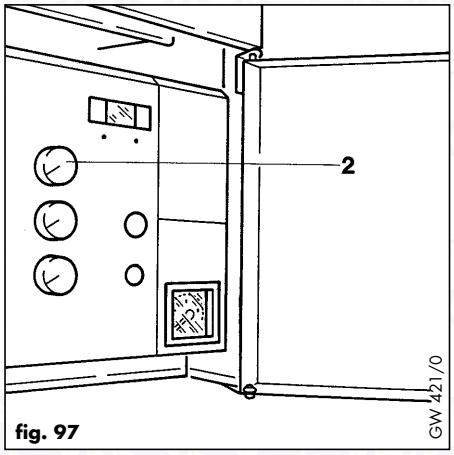

fig. 97
- Pull off central heating control knob (2, fig. 97) from front of control box.